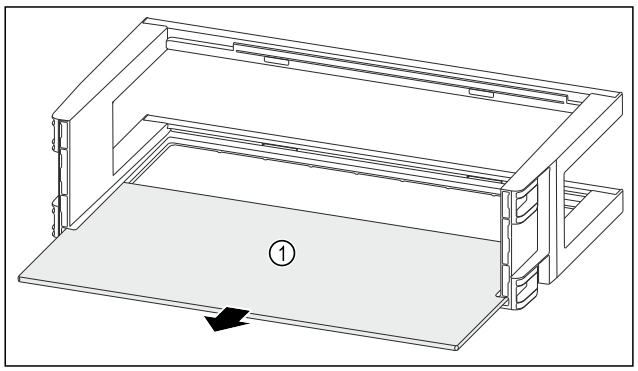

Fig. 149
▶ Remove the shelf *Fig. 149 (1)*.